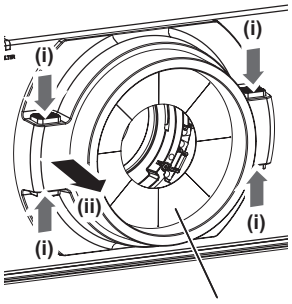

Abb. 1
1) Entfernen Sie die Objektivfassungsabdeckung. (Abb. 1)